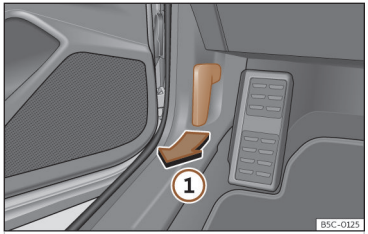

Abb. 206 Entriegelungshebel im Fahrerfußraum.
- Öffnen Sie die Tür und ziehen Sie an dem Hebel unterhalb der Instrumententafel ››› **(Abb. 206)** ①.